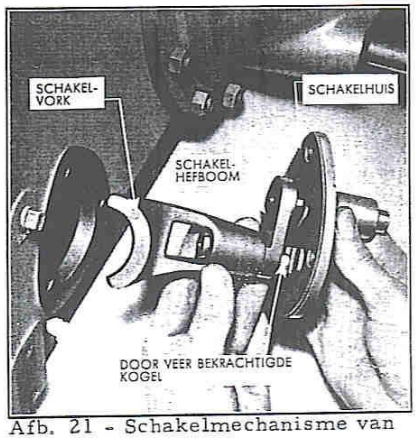

Afb. 21 - Schakelmechanisme van krachtaftakas.
1. Schuif de schakelvork van het losse eind van de as af (zie afb. 21).